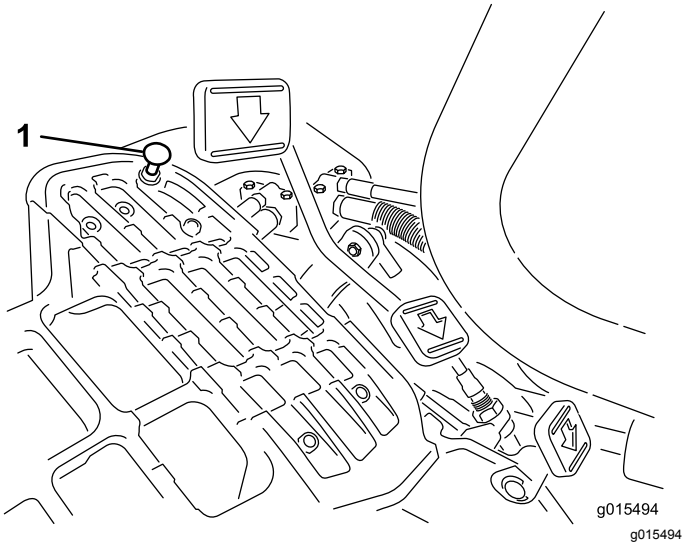

**Figur 32**
1. Sæt funktionsbevægelseshåndtaget i TRANSPORT-positionen, og løsn den låsemøtrik, der holder pedalstoppet på gulvpladen (Figur 32).